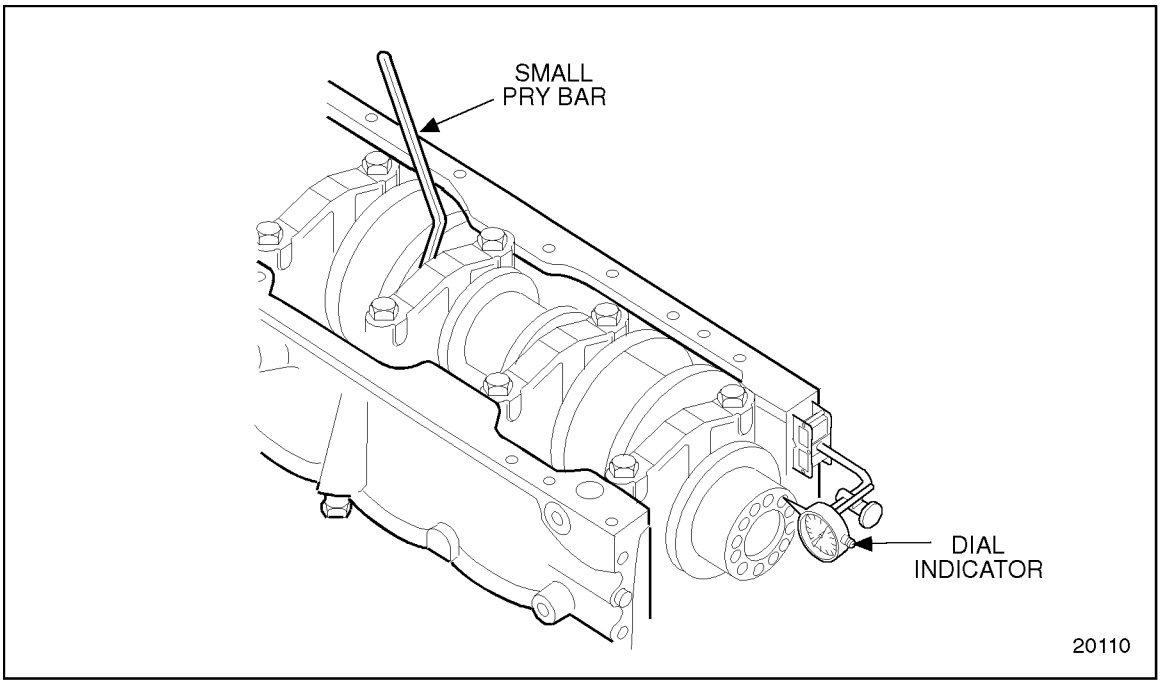

Figure 1-131 Measuring Crankshaft End Play
9. Check the crankshaft end by moving the crankshaft toward the gage with a small 304.8 mm (less than 12 in.) pry bar. See Figure 1-131. Keep a constant pressure on the pry bar and zero the pointer on the dial indicator. Then, remove and insert the pry bar on the other side of the bearing cap. Force the crankshaft in the opposite direction and note the amount of end play on the dial. The end play should be 0.099-0.419 mm (0.0039 -0.0165 in.). Insufficient end play can be the result of a misaligned No. 6 main bearing, a misaligned upper thrust washer or a burr or dirt on the inner face of one or more of the thrust washers.